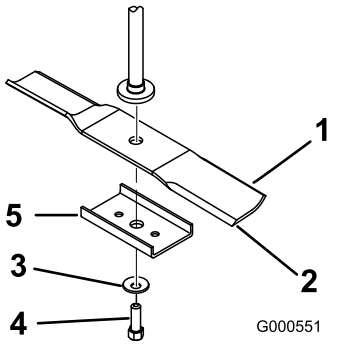

Bild 47
Halten Sie das Ende des Messers mit einem stark wattierten Handschuh oder wickeln Sie einen Lappen um es herum. Entfernen Sie die Messerschraube, Wellenscheibe, Messerverstärkung und das Messer von der Spindelwelle (Bild 47).
1. Setzen Sie das Messer auf die Spindelwelle (Bild 47).
2. Montieren Sie die Messerverstärkung, die Wellenscheibe (Schalenseite zum Messer) und die Messerschraube (Bild 47).